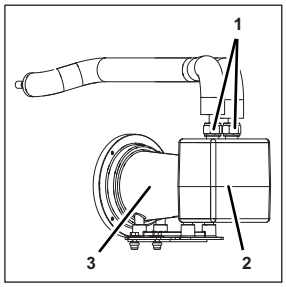

Fig. 37
2. Release the couplings (Fig. 37/1) on the tubes and remove the tubes from the circulation pump (Fig. 37/3).
3. Remove the insulation (Fig. 37/2) from the circulation pump (Fig. 37/3).
14. Attach the tubes to the circulation pump (Fig. 37/3).
15. Attach the insulation (Fig. 37/2) to the circulation pump (Fig. 37/3).